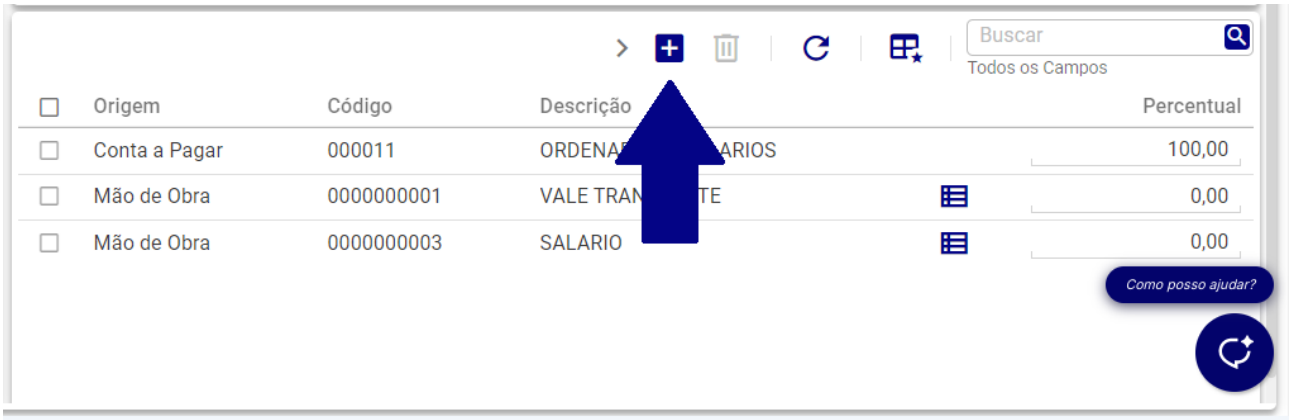

Figura 92: Adicionar
- Selecione **Adicionar** (Figura 92) na barra de ferramentas para inserir um novo registro.